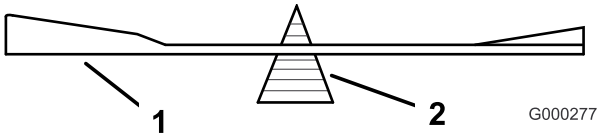

Figur 74
2. Sjekk knivens balanse ved å legge den på en balanseringsinnretning (Figur 74). Hvis kniven holder seg i horisontal stilling, har den riktig balanse og kan brukes. Hvis kniven ikke er i balanse, files litt av metallet på enden av vingeområdet bort. Fortsett med dette helt til kniven er balansert.